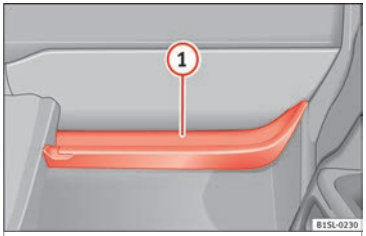

Fig. 60 Open storage compartment on the passenger side
In the open glove compartment there is a hook for bags ››› Fig. 60 ①.